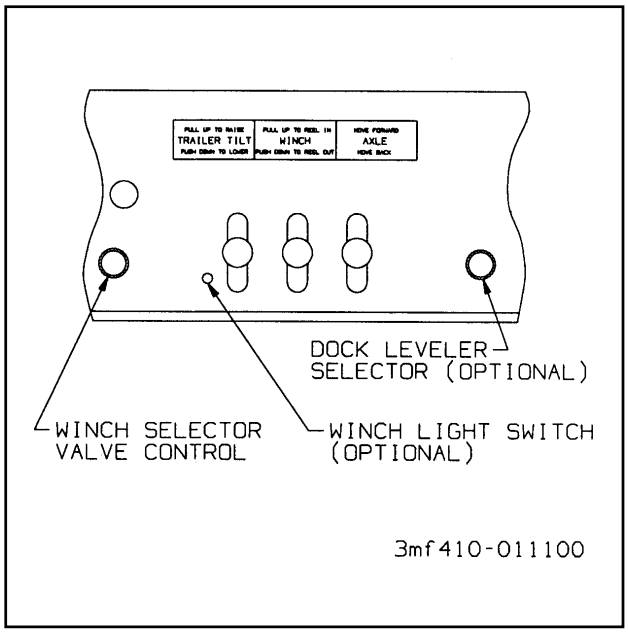

Figure 3-8 Winch Selector Valve Control
d. Instead of an additional three spool valve, a **WINCH SELECTOR VALVE CONTROL (See Figure 3-8)** may be used to operate two winches, one at a time. The winch selector valve control is located just to the left of the standard controls. It has two positions: